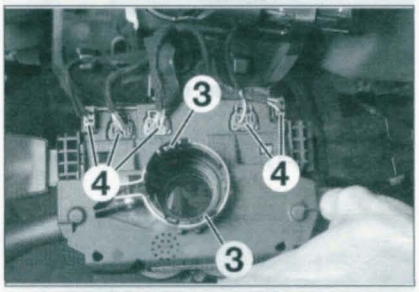

FIGURE 9-6
- Décliper les 2 languettes (3) du contacteur tournant et tirer sur celui-ci pour le dégager **(figure 9-6)**.
- Débrancher les connecteurs (4) et déposer le contacteur tournant **(figure 9-6)**.